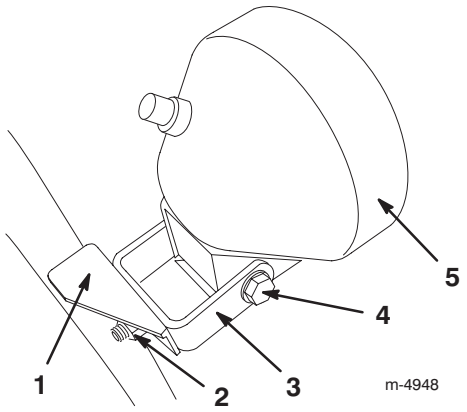

Bild 26
1. Lockern Sie die beiden Muttern an der U-Schraube, mit denen die Scheinwerferhalterung am Griff befestigt ist (Bild 26).